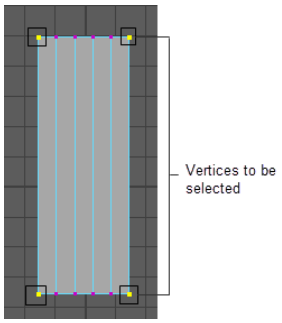
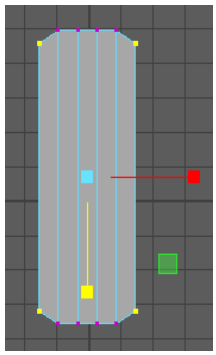

Figure 2-76 *The vertices selected*
Figure 2-77 *The selected vertices scaled*
3. In the top-Y viewport, press and hold the right mouse button on *deck*; a marking menu is displayed. Choose **Vertex** from the marking menu; the vertex selection mode is activated. Next, select the vertices, as shown in Figure 2-76. Next, choose the **Scale Tool** by pressing the R key and scale the vertices uniformly, refer to Figure 2-77.